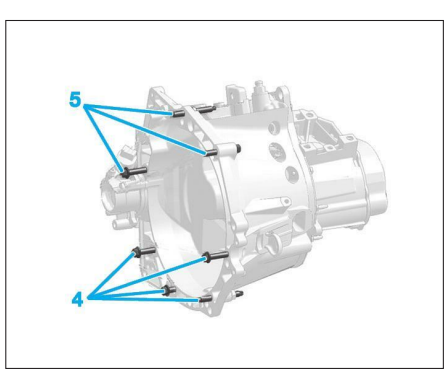

**Fig. 4**
• Déposer les vis inférieures de boîte de vitesses (4) **(Fig.4)**.
• Déposer les vis supérieures de boîte de vitesses (5).